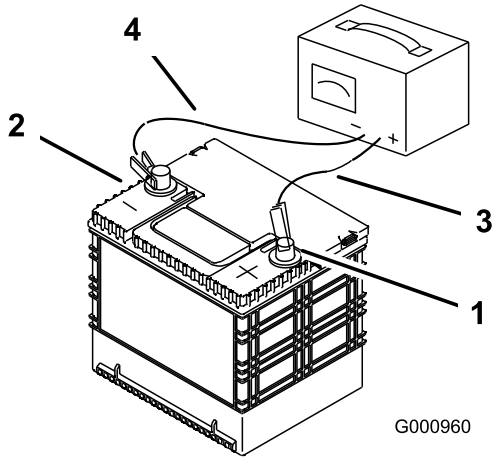

Figuur 53
2. Zodra de accu volledig is opgeladen, haalt u de acculader uit het stopcontact en maakt u de oplaadkabels los van de accuklemmen (Figuur 53).